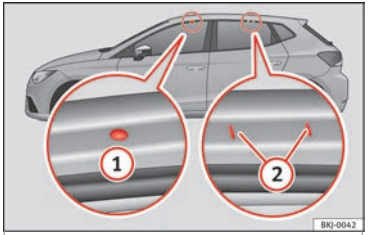

Fig. 172 Puntos de fijación de las barras longitudinales para el portaequipajes del techo.
Los puntos de fijación delanteros y traseros (1) y (2) sólo pueden verse con las puertas abiertas ››› **fig. 172**.